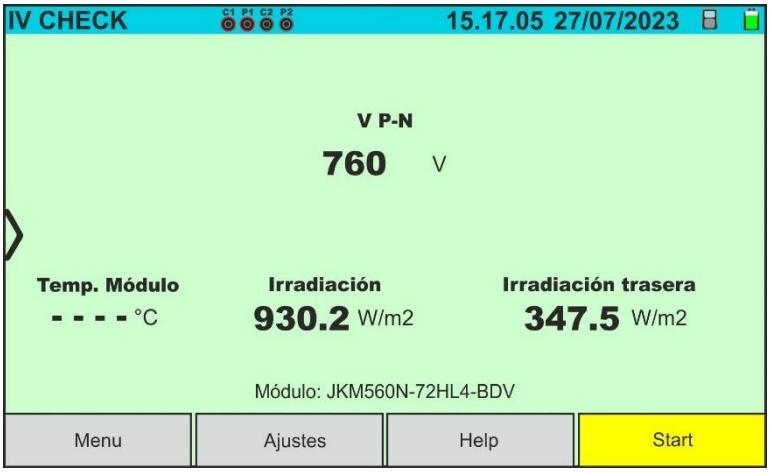

Fig. 66: Pantalla inicial prueba IVCK sin unidad remota sobre módulos Bifaciales
4. En caso de módulos **Bifaciales**, la pantalla de la Fig. 66 se muestra en el visualizador. Se muestran los siguientes parámetros: